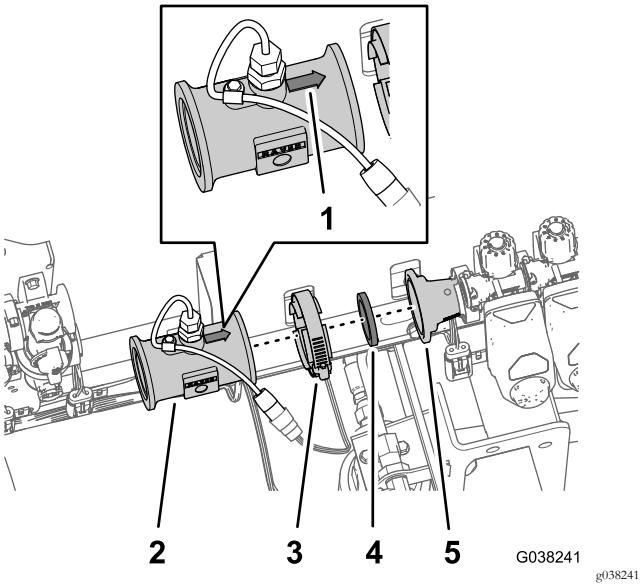

Figura 53
1. Alinhe o fluxímetro com o adaptador do redutor na válvula de pulverização esquerda com a seta no fluxímetro a apontar para a direita (Figura 53).
2. Monte o fluxímetro no adaptador do redutor com a junta e o grampo flangeado (Figura 53) que retirou no passo 2 e 3 de Retirar o fluxímetro dos coletores da válvula (página 11).